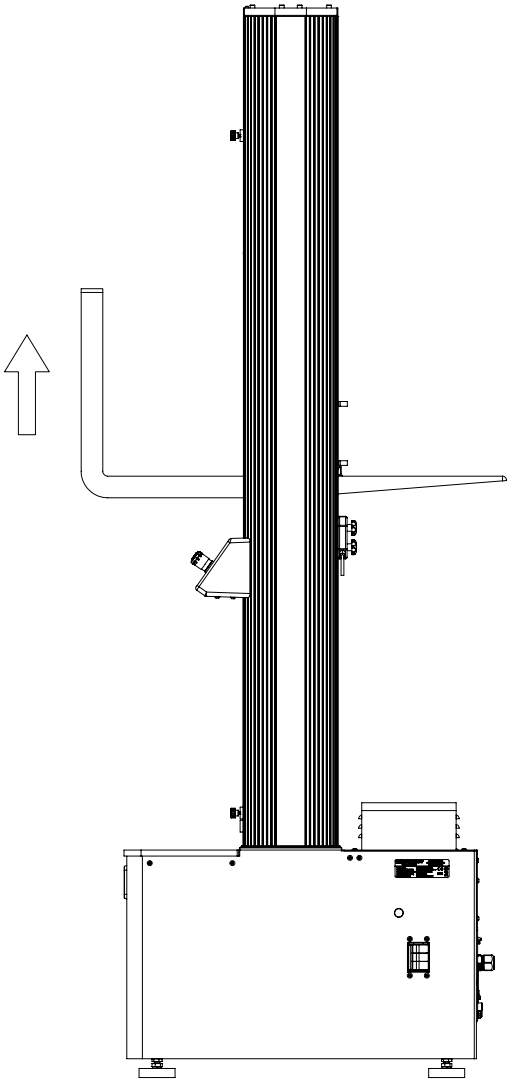

图 22. 将机架从横梁提起
1. 使用具有衬垫叉的铲车，或在横梁周围包裹保护性材料，小心地将铲叉插入立柱间的横梁下。请参阅第 66 页图 22。